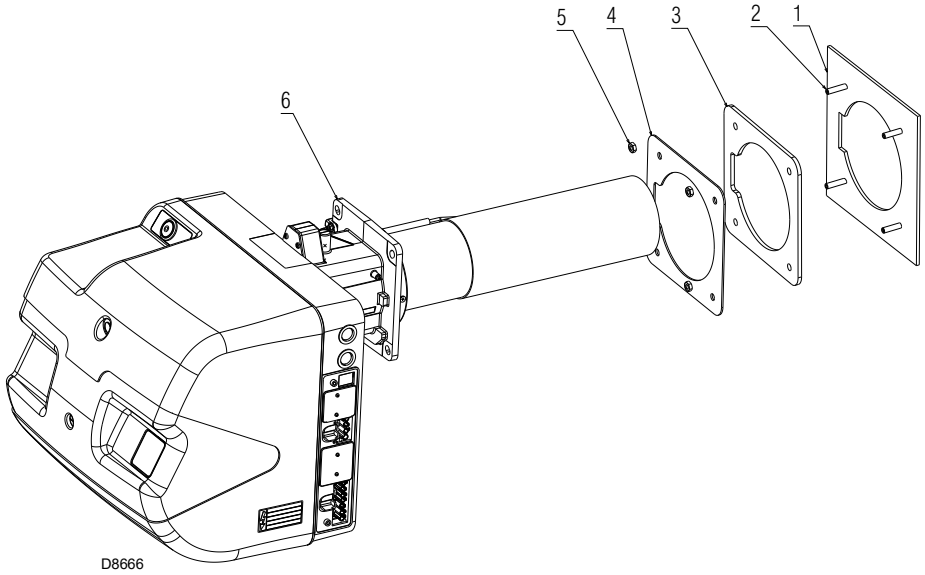

Fig. 21
- ➤ Screw the studs 2)(Fig. 21) onto the boiler plate 1).
- ➤ Fix the flange of the burner (Fig. 21) to the boiler plate and tighten the nuts 5)(Fig. 21).